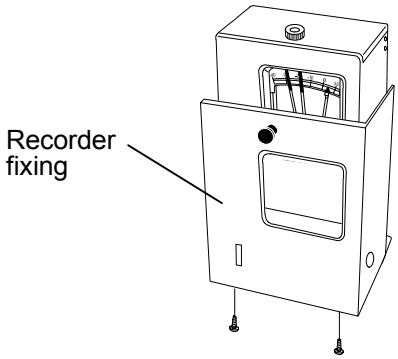

Fig. 2
2. Attach the temperature recorder (MTR-0621LH) to the recorder fixing (MPR-S30) by referring to the instruction manual enclosed with the recorder fixing. [Fig. 2]